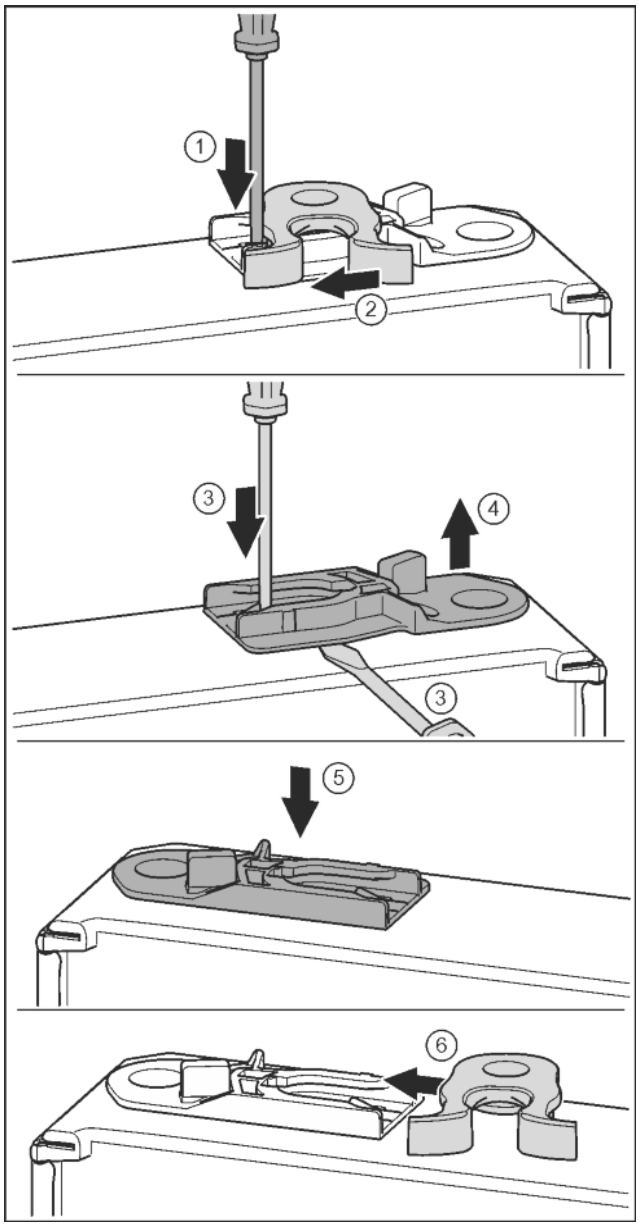

Fig. 14
- ▶ Нажать накладку шлицевой отверткой вниз. *Fig. 14 (1)*
- ▶ Запорный крючок вывести из направляющей. *Fig. 14 (2)*
- ▶ Извлечь направляющее гнездо: нажать накладку шлицевой отверткой и одновременно переместить ее шлицевой отверткой под направляющее гнездо. *Fig. 14 (3, 4)*
- ▶ Прилагаемое при поставке направляющее гнездо вставить на другой стороне корпуса. *Fig. 14 (5)*
- ▶ Запорный крючок вставить в направляющую. *Fig. 14 (6)*